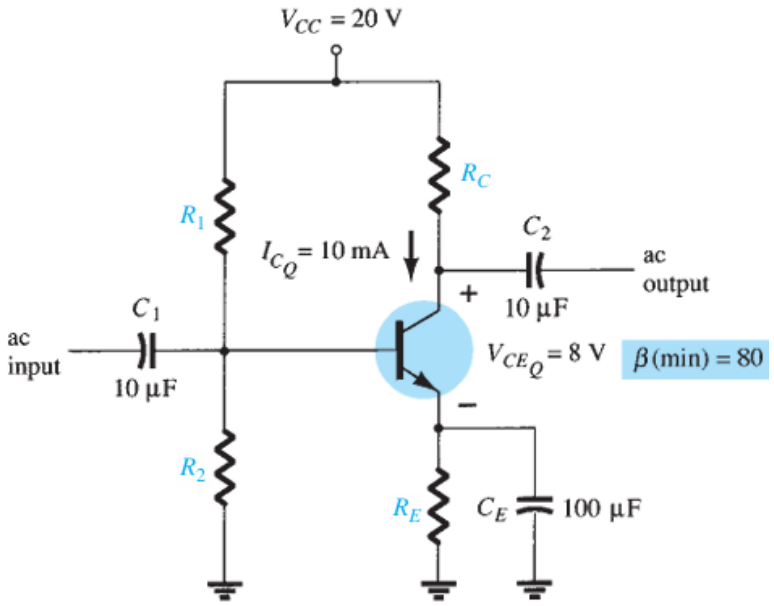

FIG. 4.63
- EXAMPLE 4.25 Determine the levels of RC, RE, R1, and R2 for the network of Fig. 4.63 for the operating point indicated.